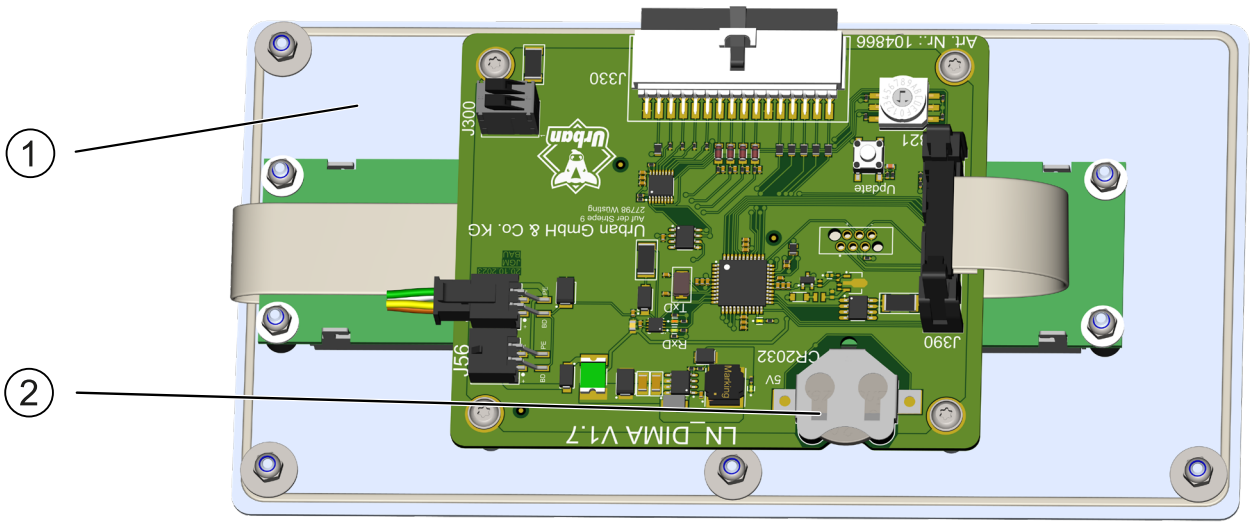

Bild 27: Batterie Datum/Uhrzeit austauschen
Wenn im Display das falsche Datum und die falsche Uhrzeit angezeigt wird, muss die Batterie ① der Platine auf der Unterseite des Bedienpanels ② gewechselt werden (siehe Bild 27 „Batterie Datum/Uhrzeit austauschen“, Seite 81).